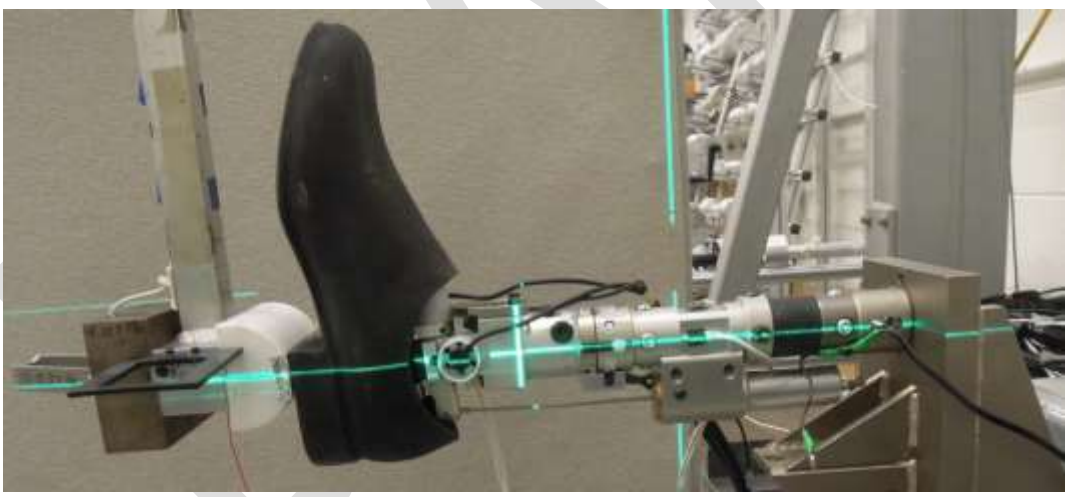

Figure 11-5. Alignment of the impactor for heel impact test.
11.5.5 Adjust the position of the impactor so that the longitudinal centerline of the pendulum arm is vertical at impact, within ±0.5°, and the point of impact is aligned with the longitudinal axis of the tibia within ±1 mm (±0.04 in) (Figure 11-5). The longitudinal axis of the tibia is defined as the horizontal line crossing the centers of the ankle Y-axis pivot point, plunger retaining bolt (474-5512), and the modified BHSC (W50-61042) attaching the tibia compliant bushing assembly to the rigid fixture.